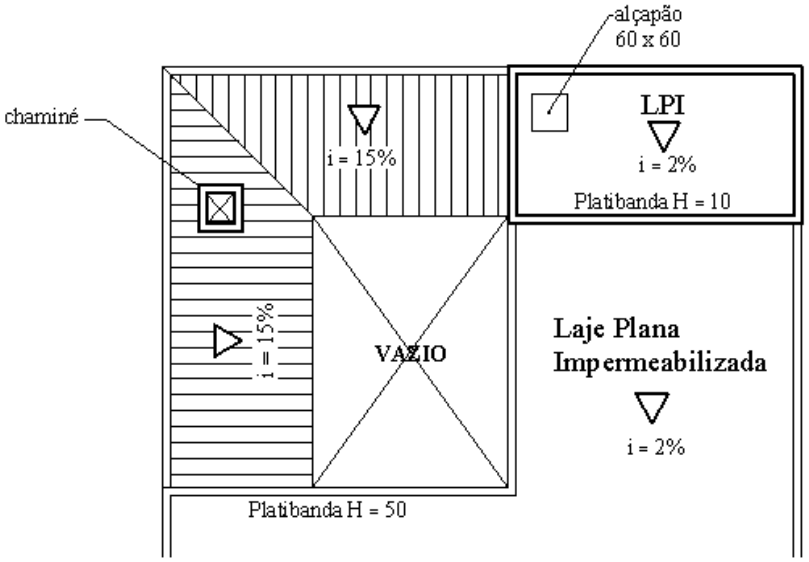

FIGURA 58
C.7.7) Vazios: Devem ser indicados todos os vazios existentes na cobertura, inclusive chaminés, representados por um "X" e seguidos de texto explicativo. Aberturas na cobertura (alçapões) também devem ser representadas, acompanhadas de suas dimensões (FIGURA 58).